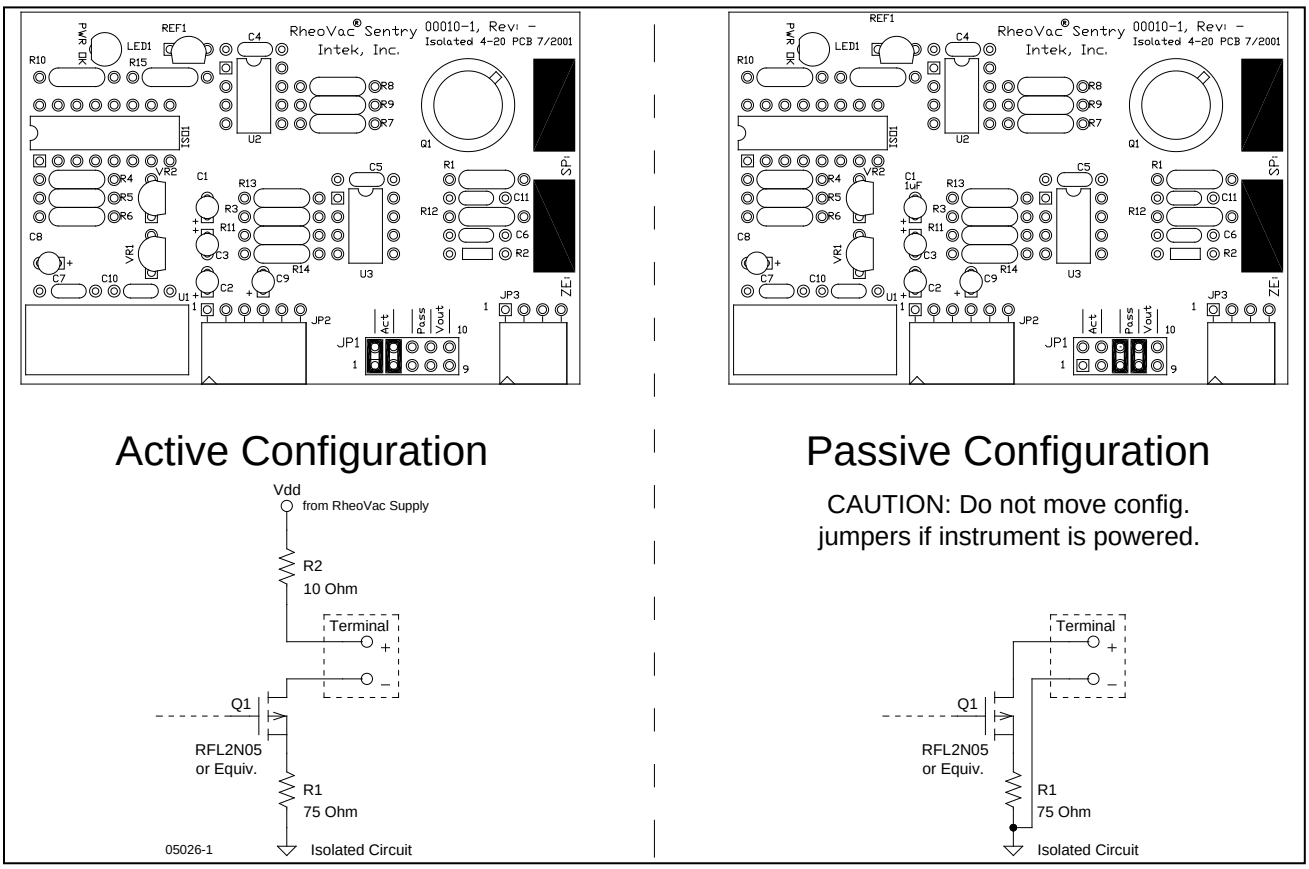

Figure 8: 4-20 mA output circuit
1. Connect the DeviceNet 5711 cable. The color code for this cable is: ***RS-485 communications***: white (A), blue (B) and shield (SH); ***power***: 24Vdc, red (+), and black (–).
2. Connect up to eight (8) signal wire pairs to the indicated terminals for isolated 4-20mA outputs.
3. CMS 4-20mA transmitters are configured as active (transmitter sources the current) when shipped. To change to the passive mode (receiver to source the current), extract each small 4-20 board, find the JP1 pins, and move the two jumpers from the "Act" pins to the "Pass" pins (two positions to the right of factory settings). Figure 8 shows the current output circuit. Figure 8 also illustrates the active mode and the passive mode configurations.